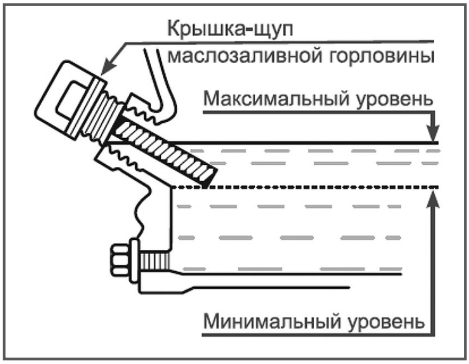

Рис. 11 Проверка уровня масла в картере
Максимальный уровень масла в картере соответствует нижней кромке заливного отверстия (Рис. 11).
4. Аккуратно извлеките щуп и осмотрите его. Уровень масла должен соответствовать верхней отметке на щупе. При недостаточном уровне масла в картере необходимо долить чистое масло до верхней отметки на щупе, что соответствует нижней кромке заливного отверстия (Рис. 11).